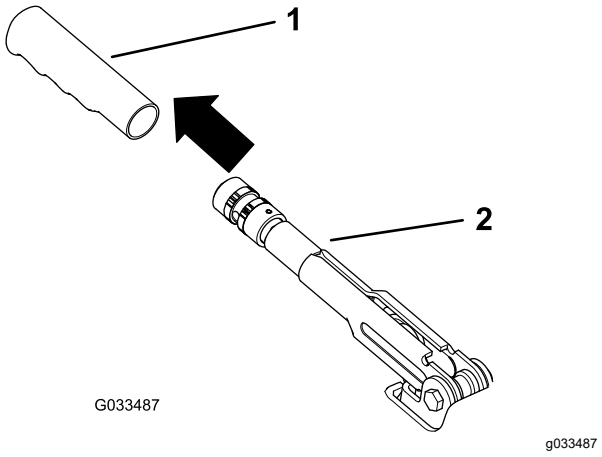

Figuur 58
1. Verwijder de rubberen handgreep van de parkeerremhendel (Figuur 58).
5. Monteer de rubberen handgreep op de parkeerremhendel (Figuur 58).